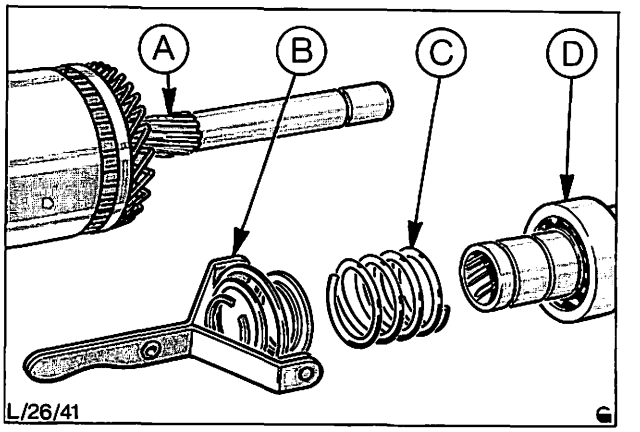

Abb. 44 A = Anker
8. Ritzelantrieb kompl. von der Ankerwelle abziehen. Normalerweise ist es nicht notwendig die Einrückgabel von Freilauf und Ritzel zu trennen, da sie ersatzteilmäßig als Einheit geliefert werden. Aufbau der Einheit siehe Abb. 44.